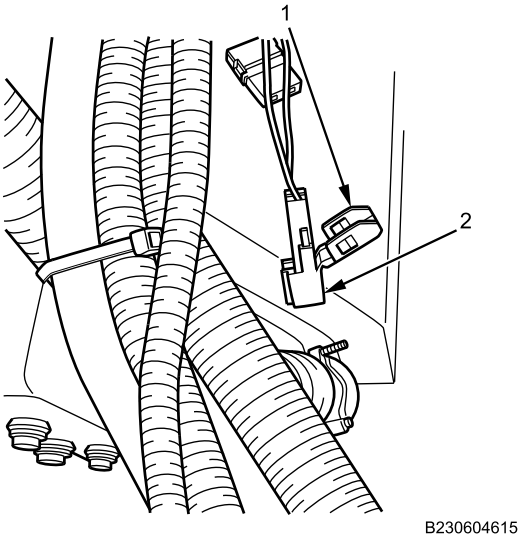

Figure 6. Connector Wire Removal.
10. Open wire lock (Figure 6, Item 1) from spotlight connector body (Figure 6, Item 2).